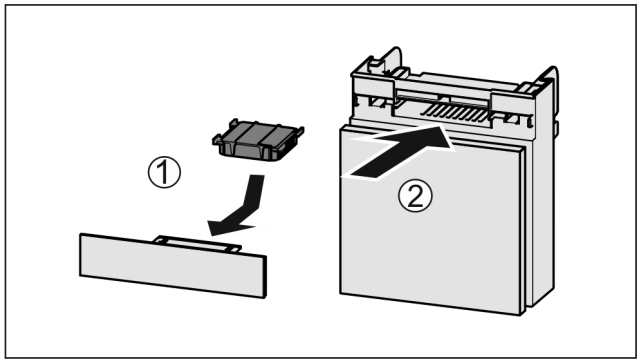

Fig. 198
▶ Aktivkohlefilter nach Abbildung einsetzen *Fig. 198 (1)*.
▶ Fach einschieben *Fig. 198 (2)*.